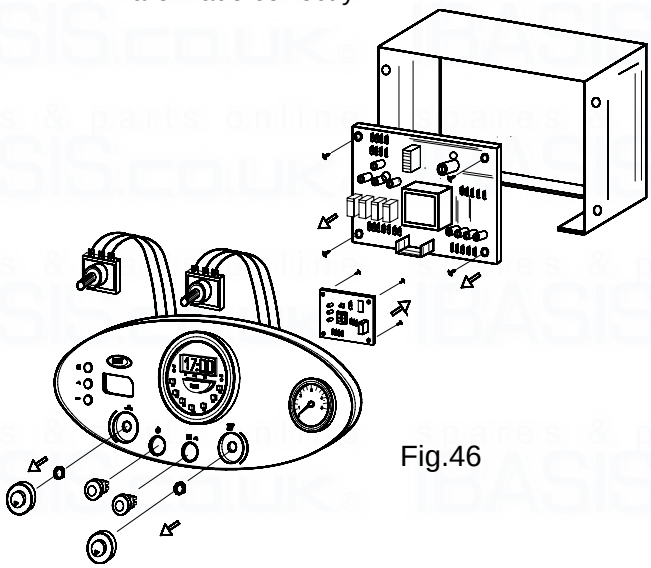

Fig.46
8.24 TO REMOVE/REPLACE CONTROL BOARD (Fig.46).
8.25 TO REMOVE/REPLACE DIGITAL DISPLAY BOARD (Fig.46).